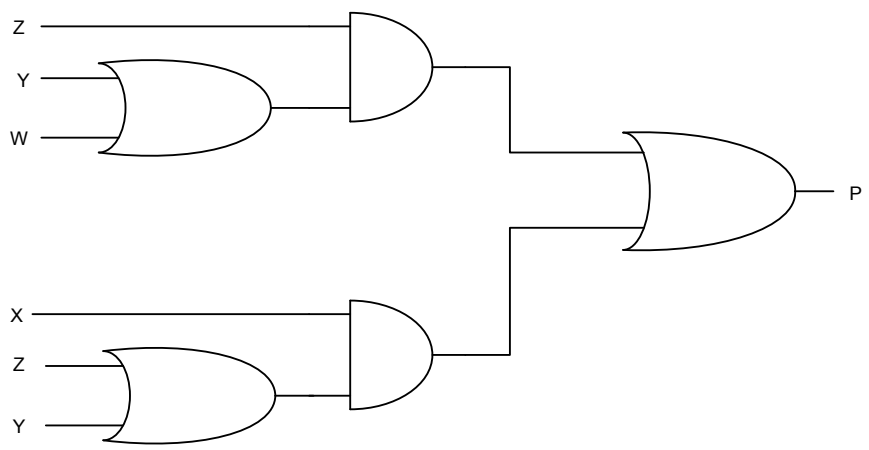

Figure 2.5: Realization using AND and OR logic gates
We are going to implement the realization in Figure 2.5 with **SW0 (Z), SW1 (Y), SW2 (X), and SW3(W)** as inputs and **LED0** as the output.